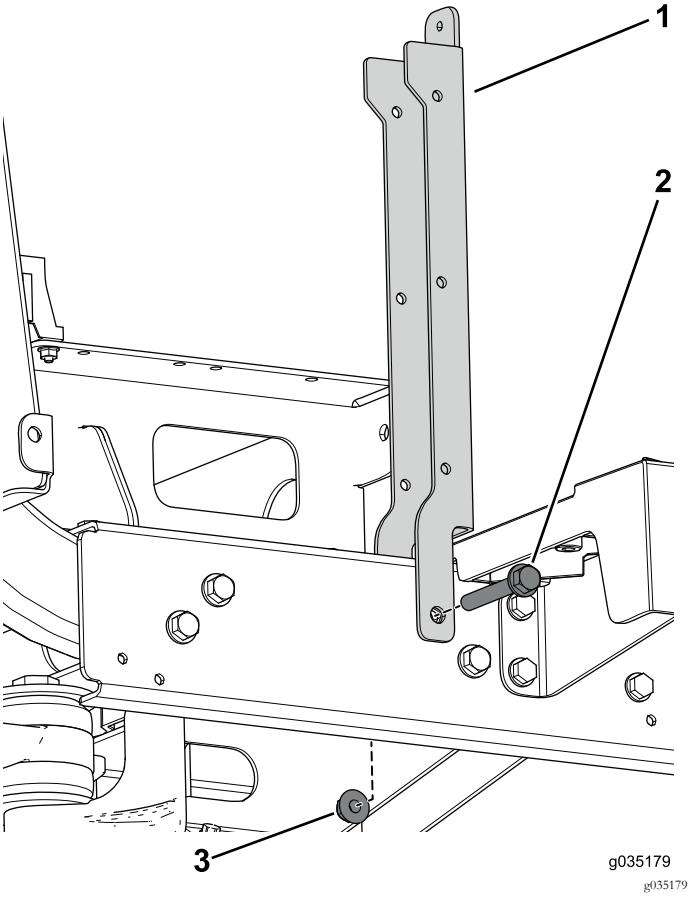

Figura 84
4. Utilizzate il bullone flangiato (3/8" x 2½") e il dado flangiato per fissare il supporto del sedile (Figura 84).